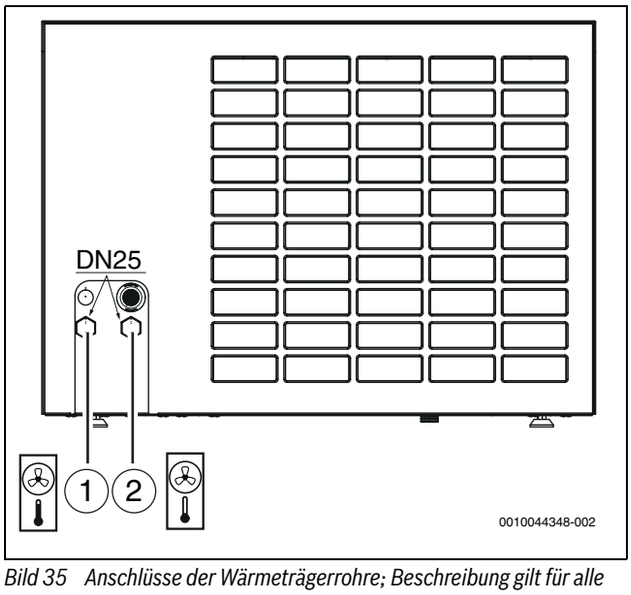

Bild 35 Anschlüsse der Wärmeträgerrohre; Beschreibung gilt für alle Größen
- Vorlaufleitung zur Inneneinheit an den Wärmeträgerausgang anschließen (→ [1], Abbildung 35).
- Rücklaufleitung von der Inneneinheit an den Wärmeträgereingang anschließen (→ [2], Abbildung 35).